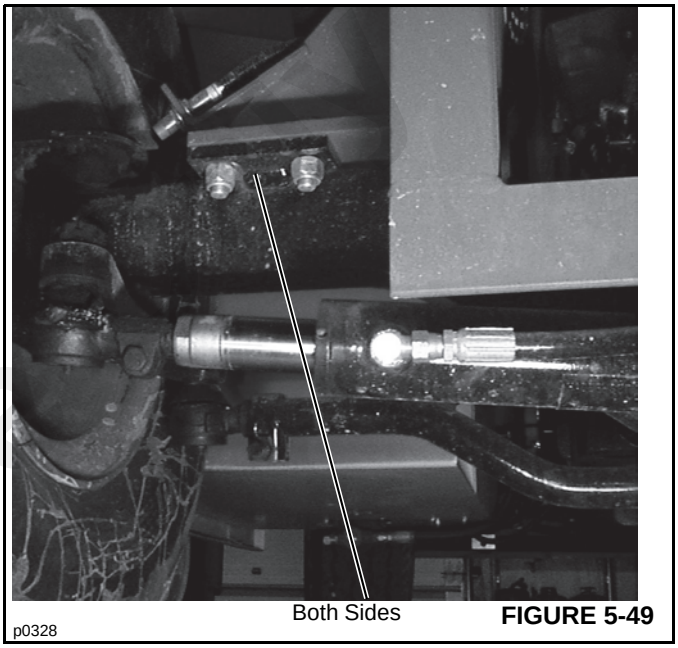

FIGURE 5-49
Torque the 5/8” axle mounting bolts (8) to 245 Nm (180 lb-ft). See Figure 5-49.